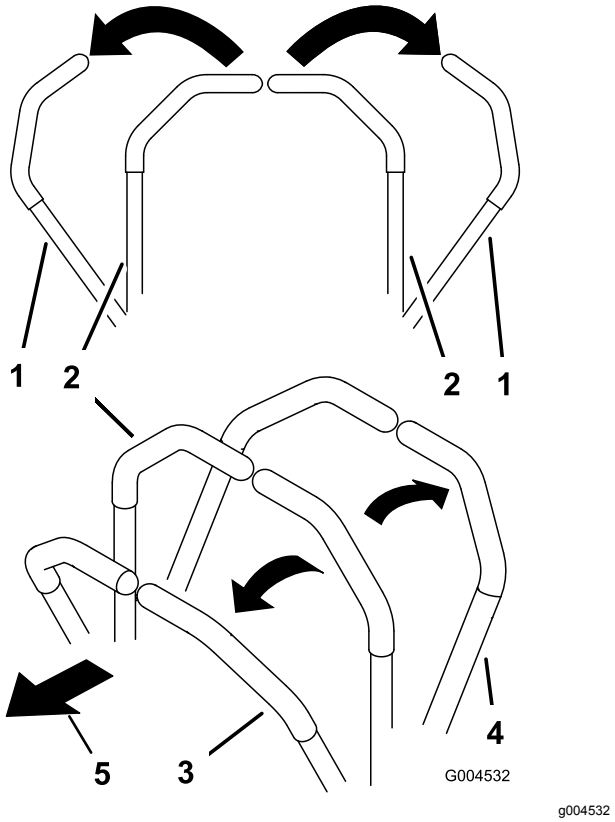

**Bild 20**
- Schieben Sie für das Vorwärtsfahren die Fahrantriebshebel langsam vorwärts (Bild 20).
- Ziehen Sie zum Rückwärtsfahren die Fahrantriebshebel langsam nach hinten (Bild 20).
- Zum Wenden, ziehen Sie beide Hebel nach hinten, um die Maschine zu verlangsamen; schieben Sie dann einen Hebel an der entgegengesetzten Seite zur Wenderichtung nach vorne (Bild 20).